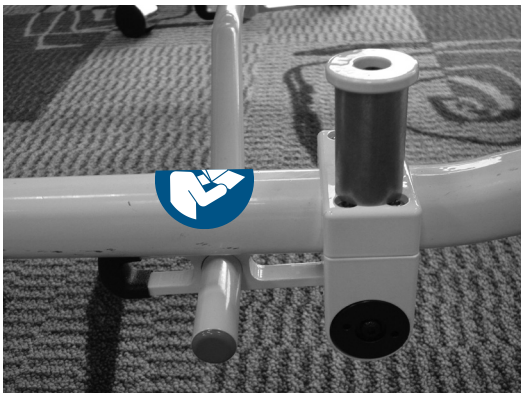

Figura 40
2. L’operatore 2 spinge la barella leggermente in avanti per garantire che il cavalletto si ritragga da solo come mostrato in Figura 40.